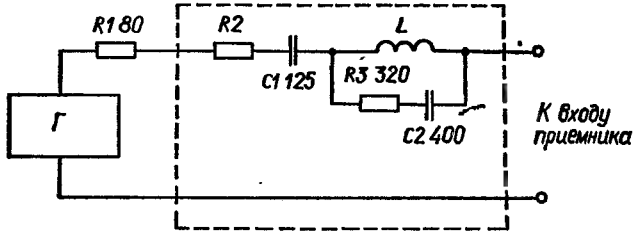
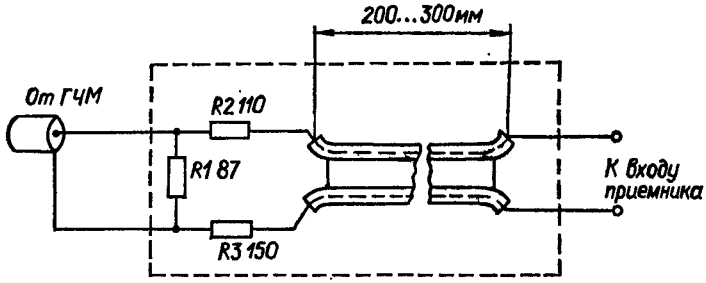

Рис. 116. Принципиальная схема стандартного эквивалента антенны:
Рис. 117. Принципиальная схема согласующего звена для измерения на диапазоне УКВ
3. При испытаниях приемников сигнал от ГСС подводится через эквивалент антенны, так как непосредственное соединение выхода генератора с гнездом антенны может привести к расстройке входных контуров или изменению условий согласования. Для диапазонов ДВ, СВ и КВ применяется эквивалент антенны (рис. 116), а в диапазоне УКВ — согласующее звено (рис. 117).